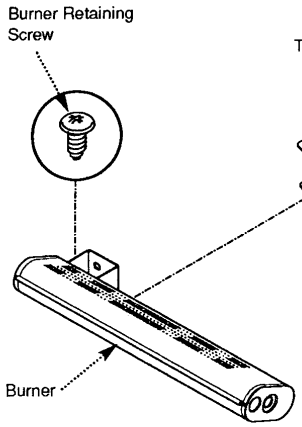

Fig.51
2. Undo the screw retaining the burner to the burner tray (Fig. 51).